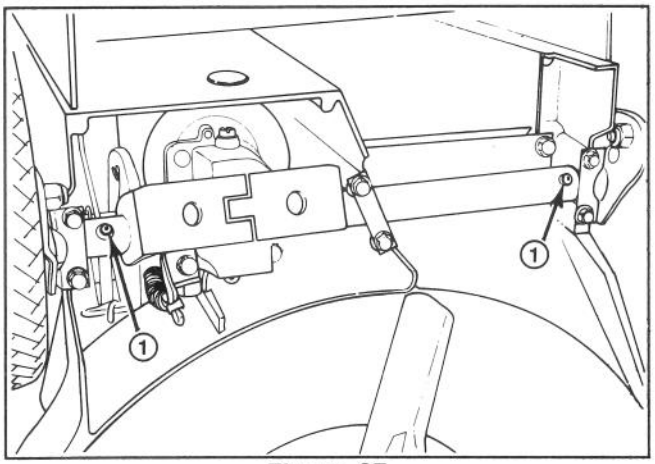

Figure 27
3. Set mower to highest height-of-cut setting (E).
4. Tip mower on its left side. Wipe grease fittings with clean rag (Fig. 27). Install grease gun onto fitting and gently apply two or three pumps of #2 Multi-Purpose Lithium Base Grease.